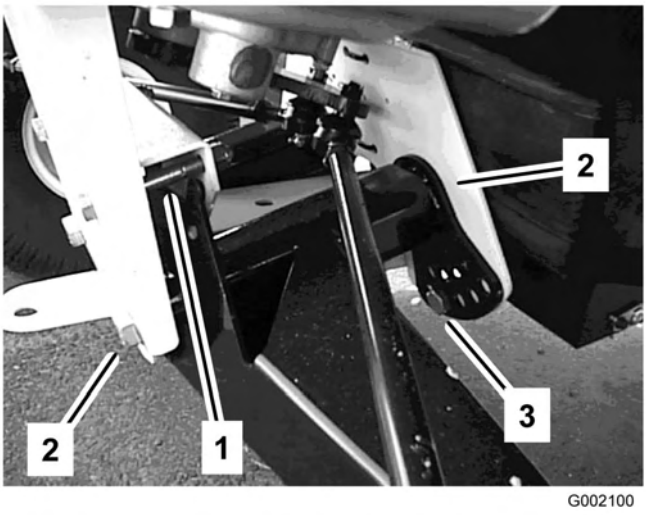

Figur 42
2. Fjern anslagsbolten (Figur 42).
3. Løsn centreringsboltene i den forreste A-arm (Figur 42).
4. Fjern kørehøjdejusteringsbolten (Figur 42).
5. Drej den forreste A-arm til den ønskede position (se nedenstående bemærkning), og udskift kørehøjdejusteringsbolten (Figur 42).
7. Udskift anslagsbolten (Figur 42).